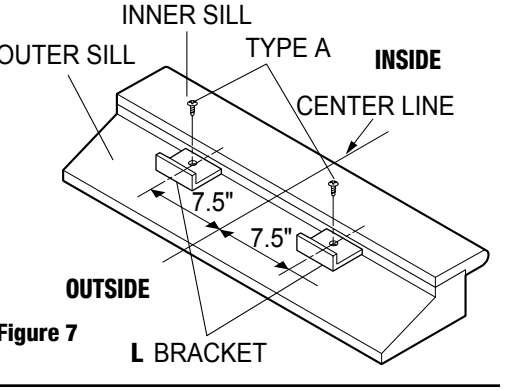

Figure 7
b. The bracket helps to hold unit securely in place. Be sure to place bracket edge flush against back of inner sill. See Figure.7.